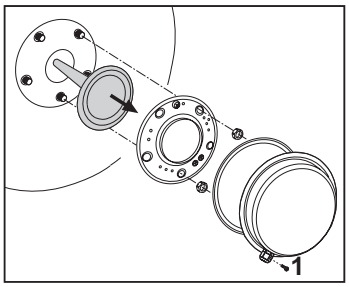

fig. 1
- Rimuovere il coperchio togliendo la vite **"1"** fig.1.